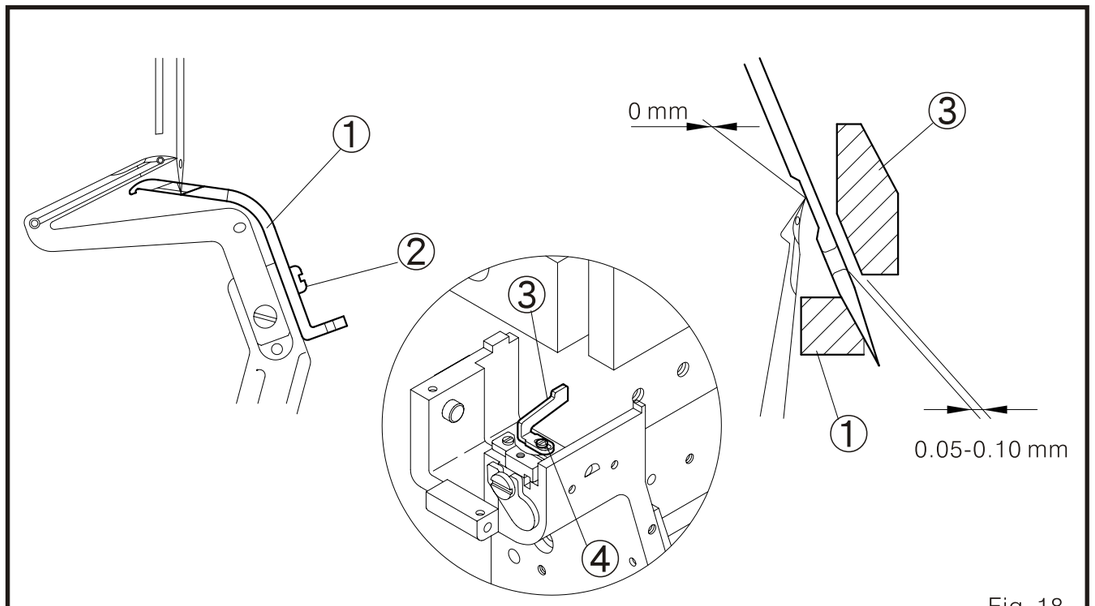

Fig. 18
4. La relación entre la aguja y los protectores de aguja. (Fig. 18)